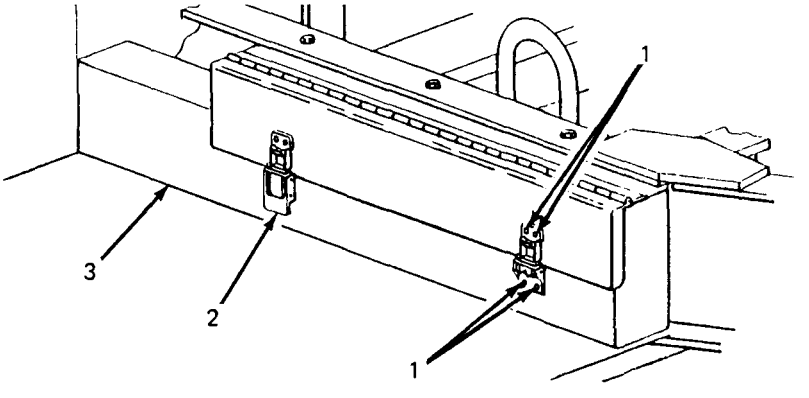

Figure 5-1. Accessory Box Repair.
5-3. Accessory Box Repair. (See figure 5-1.) The accessory box is repaired by replacing the latch and strike assemblies. The box itself may be straightened, welded and repainted. If required, repaint in accordance with MIL-T-704, Type F, Color Green, No. 383 of MIL-C-46168. Replace latch and strike assemblies as follows:
a. Grind off or drill out solid rivets (1, figure 5-1) securing latch and strike assembly (2) to accessory box (3).
b. Position new latch and strike assembly (2) on accessory box (3) and secure with solid rivets (1).